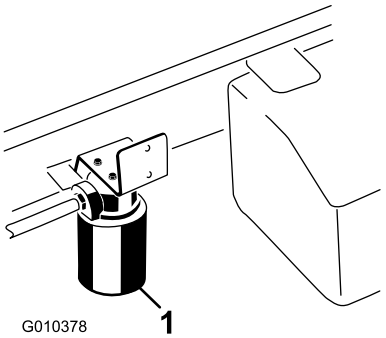

Figura 65
5. Coloque un recipiente debajo del filtro y retire el filtro (Figura 65).